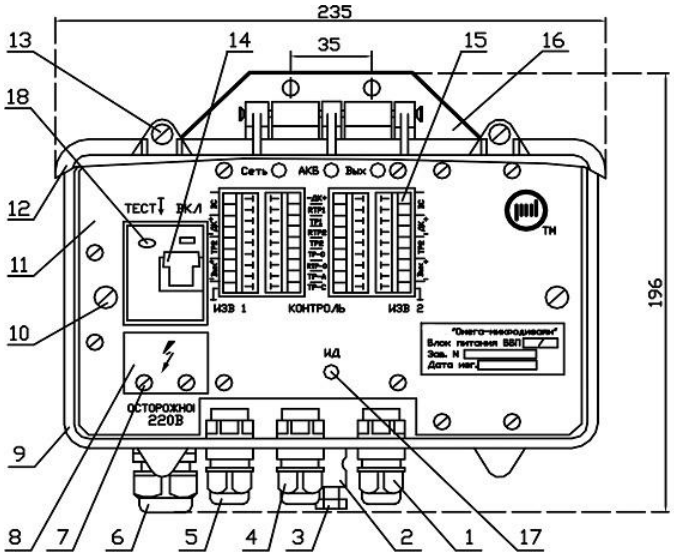
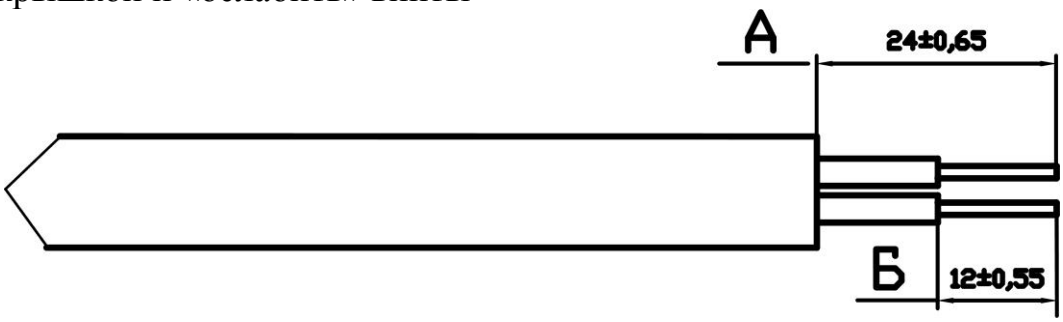

Рис. 5.2
Рис. 5.3
5.1.1 При установке ББП на вертикальной поверхности, произвести разметку места крепления блока в соответствии с расположением крепежных отверстий на рис.5.2. Диаметр отверстий в пластинах 7мм. Установку производить с учетом длины сетевого и связных кабелей, удобства доступа к органам управления и обеспечения обзора световых индикаторов.
5.3 Подготовить сетевой кабель в соответствии с рис. 5.3. Для чего освободить на 24 мм изолированные проводники кабеля от защитных и экранирующих покрытий, снять изоляцию с отдельных проводников кабеля на 12 мм и опаять. Выкрутить винты «7» (рис.5.2) и снять защитную крышку «8». Пропустить рабочую часть отвертки в отверстия под защитной крышкой и «ослабить» винты
5.5 Надежно соединить «красную» клемму с «+» выводом аккумулятора (см. рис. 5.2). Установить шасси на место и закрепить его невыпадающими винтами.
5.7 Пропустить кабель связи с ППК внутрь ББП через соответствующий ввод, закрепить его с помощью гайки ввода и подключить проводники к группам зажимов «Контроль» (см. рис.5.2).